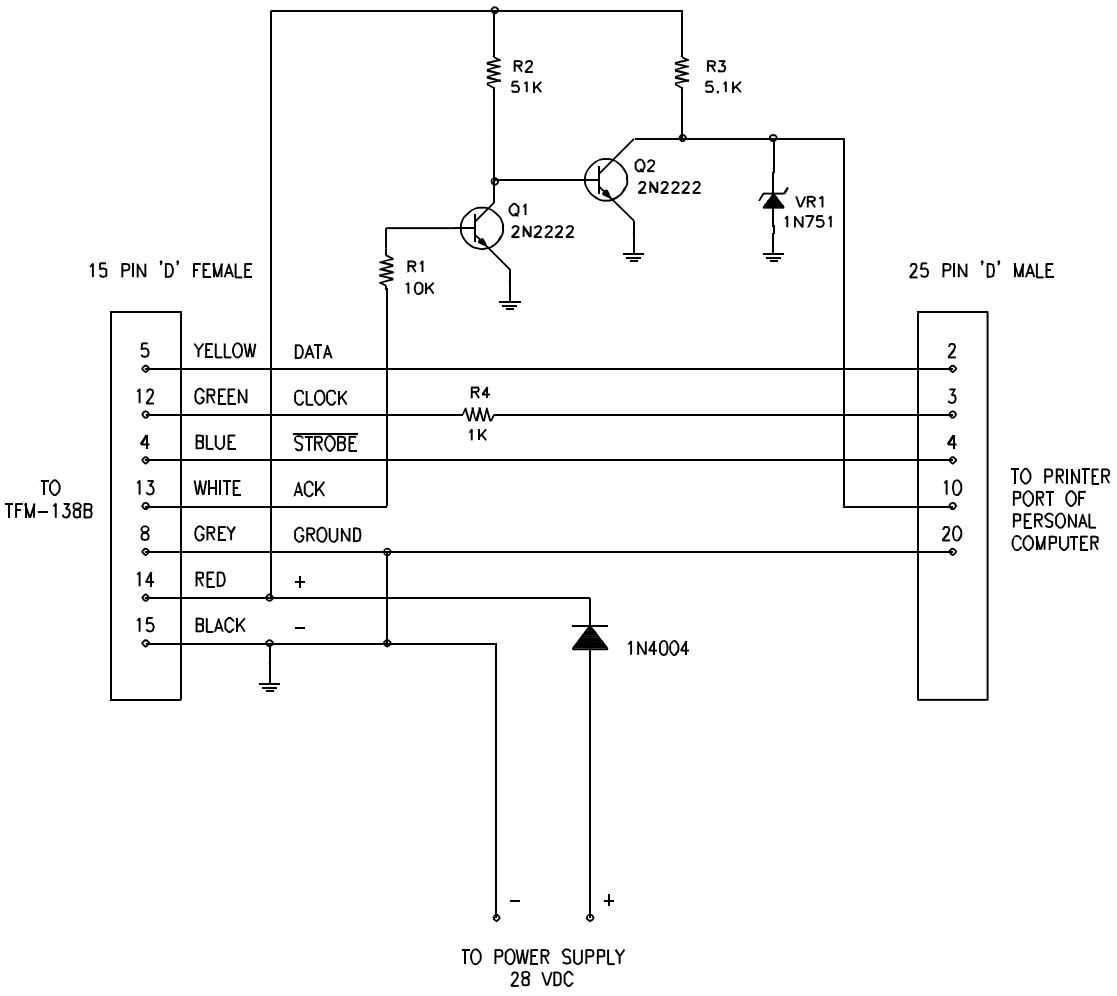

FIGURE 2-2 TFM-138B Transceiver PC Download Cable - wiring diagram (for DOS program only)
3. PIB-100 Programming Interface Box (p/n 001108-1) - use cables that are provided with the PIB-100 programming interface box. Do not use cable p/n 943165-4 which is shown in Figure 2-2 and is for use with the DOS program only.
3. PC Download cable (p/n 943165-4) see figure 2-2.